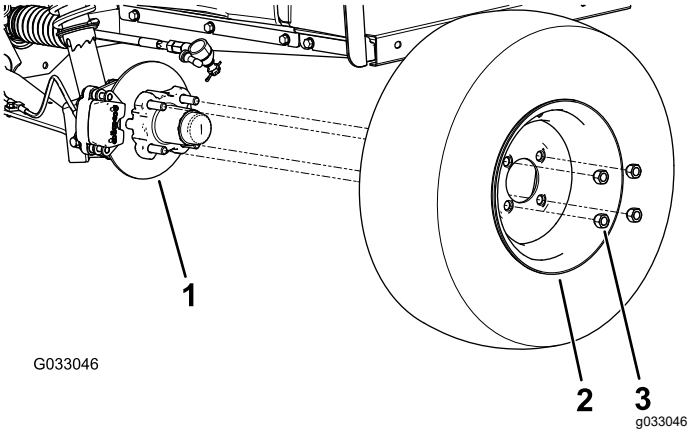

Figur 28
2. Fjern de fire hakemutrene som fester hjulet til navet (Figur 28).
4. Innrett hullene i hjulene med boltene i navet, og monter hjulet til navet med ventilstammen på utsiden (Figur 28).
5. Fest hjulet til navet med hakemutterne (Figur 28).